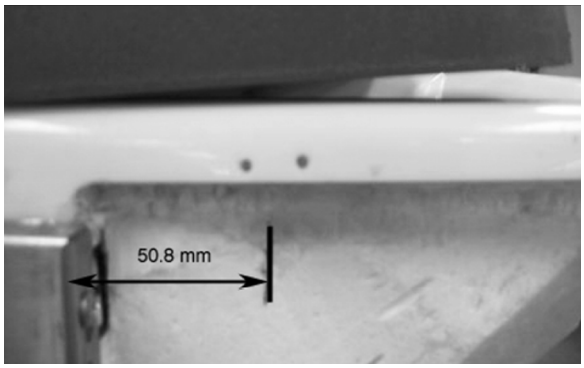

Figure 3.
2. Measure 50.8 mm (2 in.) from the wrapper edge; this is the center of the lid switch. (See Figure 3.)